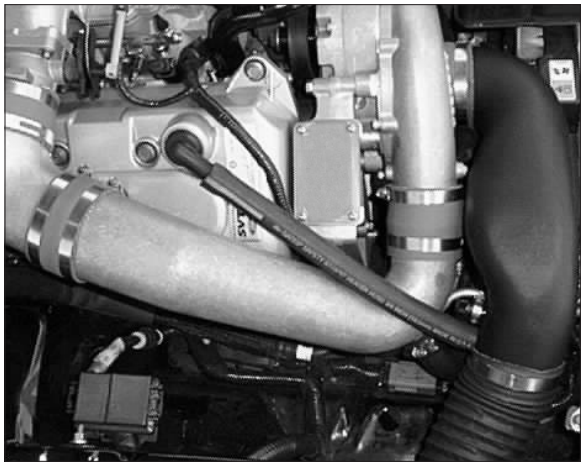

Fig. 11-a
C. Install the aluminum discharge tube onto the throttle body. Slide the 3-1/2" sleeve and #56 clamps onto the round end of the tube. Next, connect the supercharger to the aluminum tube using the long discharge tube/bypass valve assembly. Align the bypass valve, all hoses and, tighten all clamps. If necessary, trim the 1" bypass hose lengths for best fit. (See *Fig. 11-a*.)